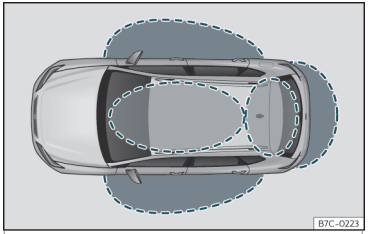
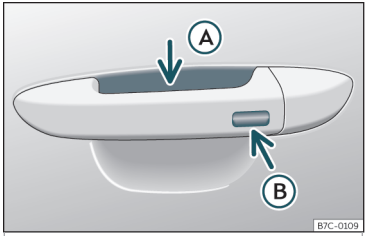

Fig. 71 Keyless Access: zonas de proximidad.
Fig. 72 Sistema de cierre y arranque sin llave Keyless Access
Keyless Access es un sistema de cierre y arranque sin llave con el que se puede desbloquear y bloquear el vehículo sin utilizar activamente la llave del mismo. Para ello solo es necesario que haya una llave del vehículo válida en la zona de detección correspondiente al intento de acceso al vehículo ››› **fig. 71** y tocar una de las superficies sensoras de las manecillas de las puertas ››› **fig. 72** o accionar el *softtouch*/asidero del portón trasero ››› **pág. 107** ››› ❗.
Si se encuentra una llave válida en una de las zonas próximas ››› **fig. 71**, el sistema de cierre y arranque sin llave Keyless Access le otorga a dicha llave derechos de acceso en cuanto se toca una de las superficies sensoras de las manecillas de las puertas delanteras o se acciona el *softtouch*/asidero dispuesto en el portón trasero. A continuación son posibles las siguientes funciones sin tener que utilizar activamente la llave del vehículo:
- Empuñe la manecilla de una de las puertas delanteras. Al hacerlo se toca la superficie sensora ››› **fig. 72** Ⓐ (flecha) de la manecilla y se desbloquea el vehículo.
- Toque *una vez* la superficie sensora de bloqueo ››› **fig. 72** Ⓑ (flecha) de la manecilla de una de las puertas delanteras. La puerta cuya manecilla se acciona deberá estar cerrada.
- Toque *una vez* la superficie sensora ››› **fig. 72** Ⓑ (flecha) de la manecilla de una de las puertas delanteras. El vehículo se bloquea con el sistema de seguridad "Safe" ››› **pág. 102**. La puerta cuya manecilla se acciona deberá estar cerrada.
- Toque *dos veces* la superficie sensora ››› **fig. 72** Ⓑ (flecha) de la manecilla de una de las puertas delanteras para bloquear el vehículo sin activar el sistema de seguridad "Safe" ››› **pág. 102**.
Cuando el vehículo está bloqueado, el portón trasero se desbloquea automáticamente al abrirlo si en su zona próxima ››› **fig. 71** se encuentra una llave del vehículo válida.
- Pulse el botón de cierre del mando a distancia y toque una vez, dentro de los 5 segundos siguientes, la superficie sensora de bloqueo de la manecilla de la puerta del conductor ››› **fig. 72** Ⓑ. No agarre la manecilla de la puerta, de lo contrario el vehículo no se bloqueará. También es posible llevar a cabo la desactivación si se bloquea el vehículo a través de la cerradura de la puerta del conductor.
Para **cerrar con la función de confort** todas las ventanillas eléctricas y el techo de cristal, mantenga un dedo durante unos segundos sobre la superficie sensora de bloqueo ››› **fig. 72** Ⓑ (flecha) de la manecilla de la puerta hasta que se hayan cerrado las ventanillas y el techo.
Las superficies sensoras de las manecillas de las puertas podrían activarse al recibir un chorro de agua o de vapor a gran presión en el caso de que hubiera alguna llave del vehículo válida en la zona próxima. Si al menos una de las ventanillas con elevalunas eléctrico está abierta y se activa la superficie sensora ››› **fig. 72** Ⓑ **(flecha) de una de las manecillas de forma permanente, se cerrarán todas las ventanillas.**
- **O BIEN**: toque *dos veces* la superficie sensora situada en la parte exterior de la manilla de la puerta ››› **fig. 72** Ⓑ.